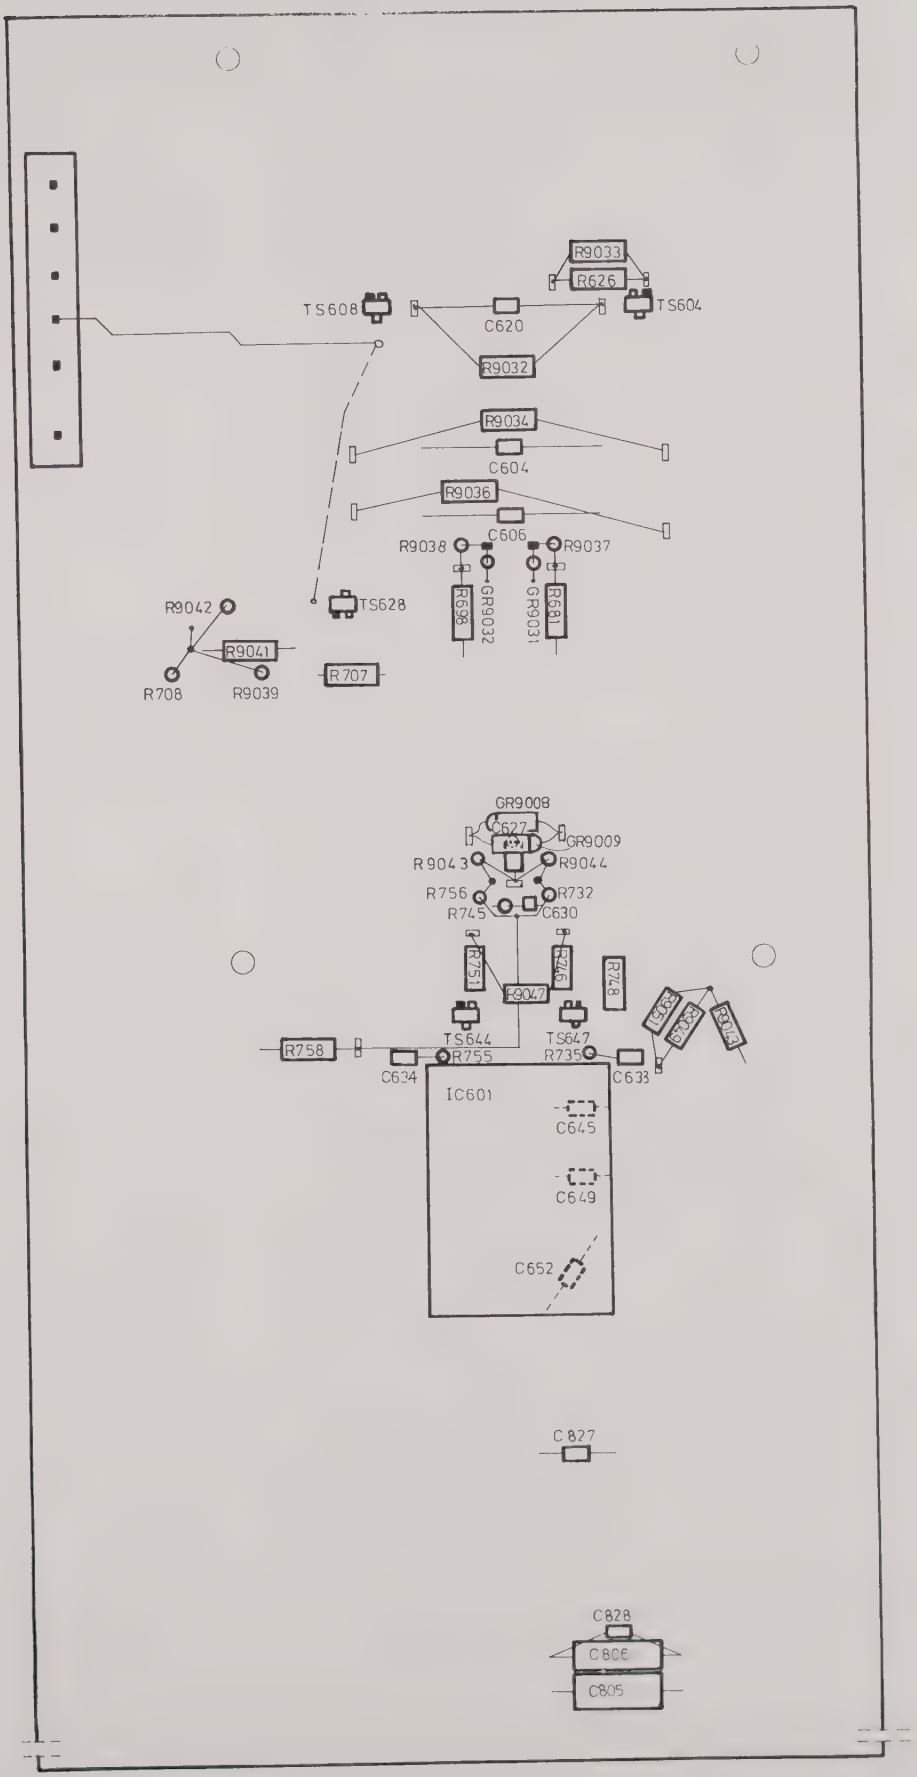

Fig. 3.65. Printed wiring board of the MAIN TB trigger circuit showing the different parts in the TTL model
- Check that the spot remains within 0,5 DIV from the centre of the screen; if necessary, select a different value for resistor R9033 on the MAIN TB board (Fig. 3.65)
- Check that the trace width is 6 DIV ± 1 SUBDIV; if necessary, select a different value for resistor R9034 on the MAIN TB board (Fig. 3.65).